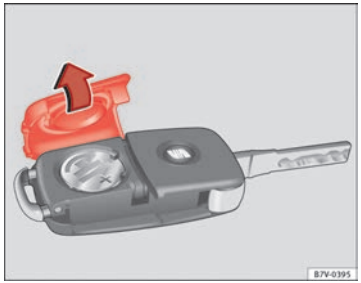

Fig. 15 Vehicle key: battery compartment cover.
- Remove the cover from the back of the vehicle key ⇒ fig. 15 in the direction of the arrow ⇒ ①.
- Fit the battery compartment cover, pressing in the direction of the arrow as shown ⇒ fig. 15 until it clicks into place.